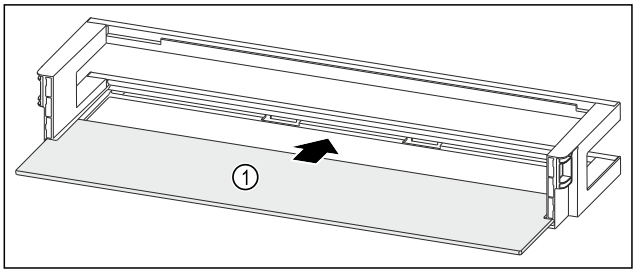

Fig. 148 Dveřní přihrádka s odkládací plochou
▶ Odkládací plochu *Fig. 148 (1)* zasuňte do bočních vybrání.